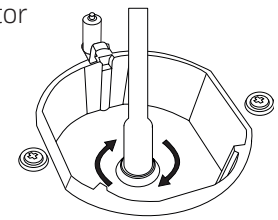

Figure 7
4. Remove injector by turning as shown in Figure 7 with screwdriver and replace it with a new one.